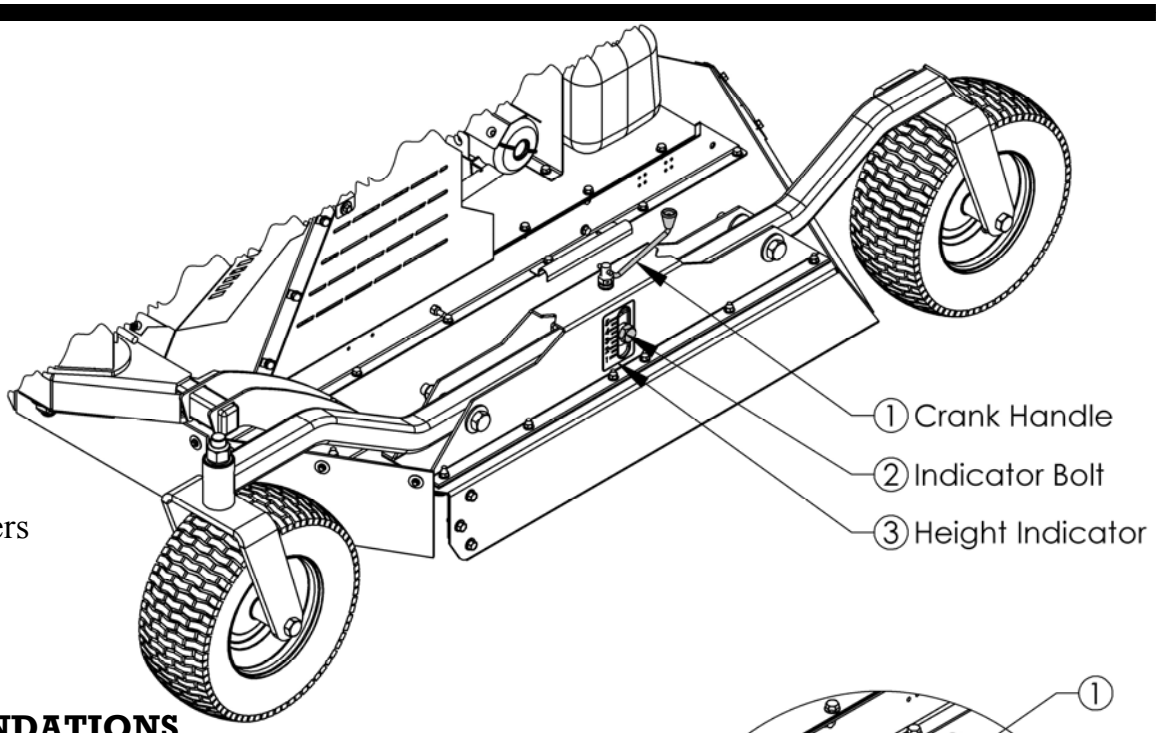

FIGURE 17.1
- Find the Crank Handle ① located on either side of the Cutter. **Figure 17.1**